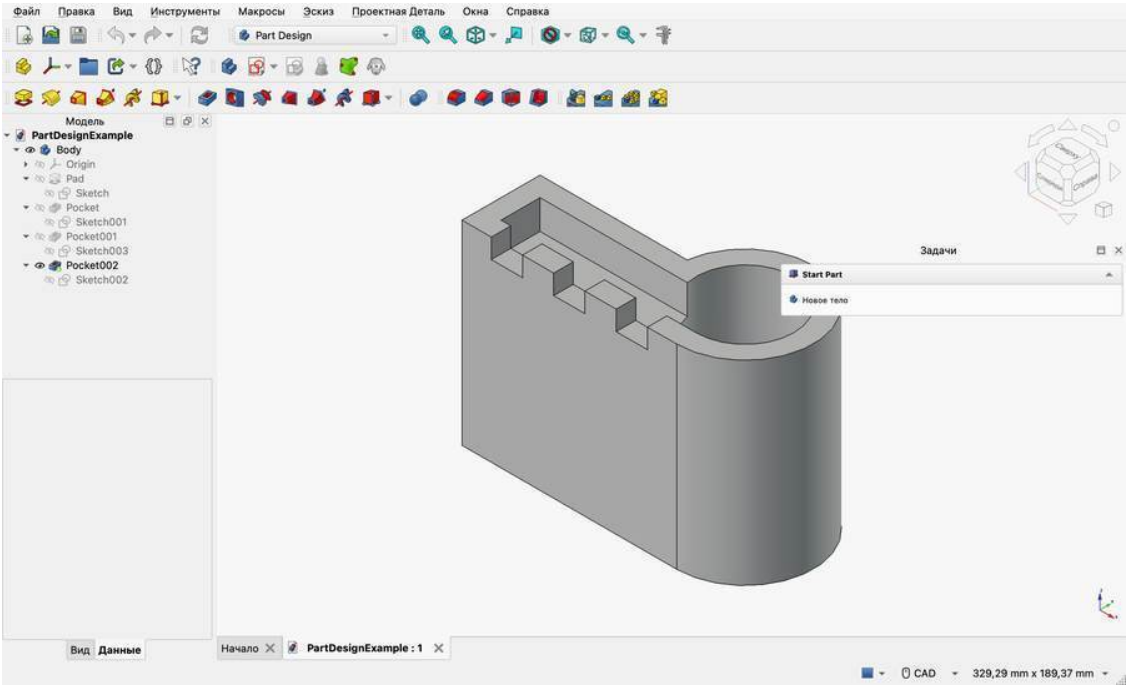

Рис. 1.5 — Встроенный пример PartDesignExample в окне программы
2. Откроется новая вкладка с деталью (рис. 1.5). Нажмите клавишу 0 — вид повернётся в изометрию, затем V, F (по очереди, не вместе) — модель впишется в окно.
Настройка «Система единиц измерения по умолчанию» действует на новые документы. У каждого открытого документа система единиц своя, и переключается она в правом нижнем углу окна. Снова откройте пример: там показан размер видимой области 3D-вида, на рис. 1.5 это 329,29 mm x 189,37 mm. Щёлкните по стрелке рядом с этой надписью: откроется список из десяти систем единиц. Если выбрать «Английская десятичная (дюймы, фунты)», та же надпись превратится в 12,96 in x 7,46 in, а все размеры в документе будут показаны в дюймах. Настройка по умолчанию при этом не изменится.